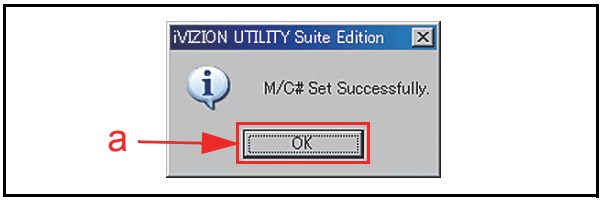

Figure 6-79 Machine Number Setting Completion
3. When the Machine Number is correctly set, the "M/C# Set Successfully" pop-up Dialog Message Window shown in Figure 6-79 will appear.
4. Mouse-click the "OK" Screen Button (See Figure 6-79 a) to accept the reported message.